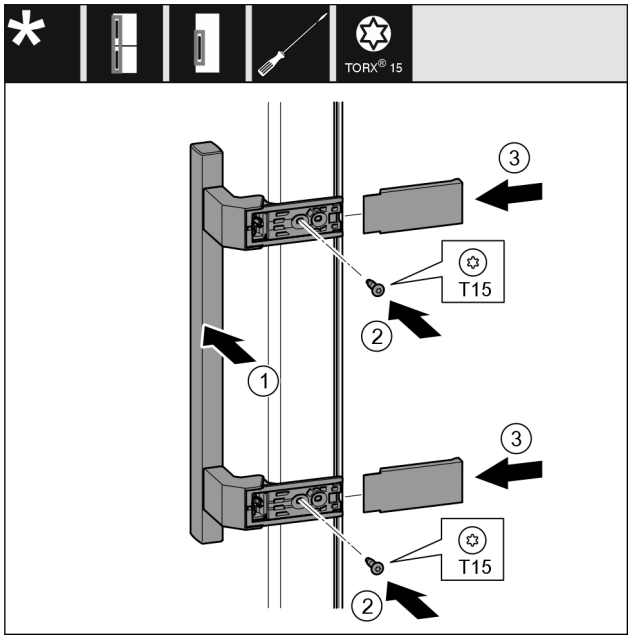

Fig. 20
▶ Aplicați mânerul *Fig. 20 (1)* pe partea opusă.
▶ Înșurubați ferm șuruburile *Fig. 20 (2)* cu șurubelnița.
▶ Aplicați și împingeți capacele *Fig. 20 (3)* laterale.